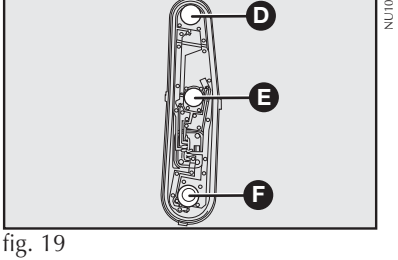

fig. 19
3) retirar a lâmpada **D** (seta), **E** (posição/freio), ou **F** (ré) - **fig. 19** empurrando-a levemente e girando-a no sentido anti-horário;